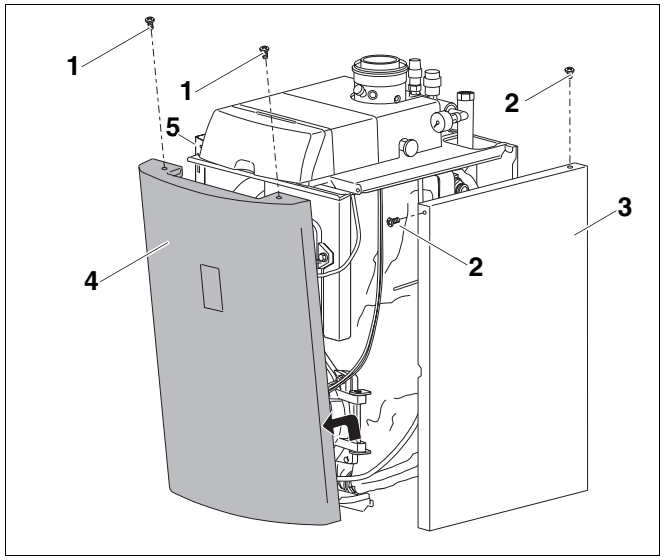

Rys. 8 Demontaż ścianek obudowy przedniej oraz bocznych
- Odkręcić dwie śruby (rys. 8, **poz. 1**) na przedniej ściance obudowy (rys. 8, **poz. 4**).
- Zdjąć przednią ściankę obudowy przednią (rys. 8, **poz. 4**).
- Na prawej (rys. 8, **poz. 3**) i lewej ściance obudowy (rys. 8, **poz.** 5) odkręcić po dwie śruby (rys. 8, **poz. 2**).